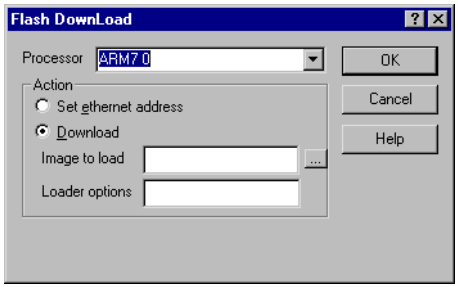

**Figure 5-15 Flash Download dialog**
1. Select **Flash Download** from the **File** menu. The resulting dialog is shown in Figure 5-15.